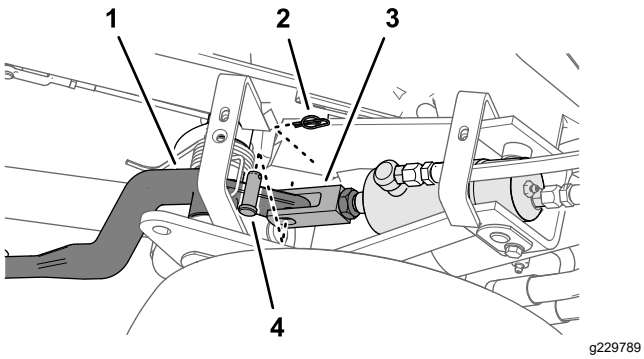
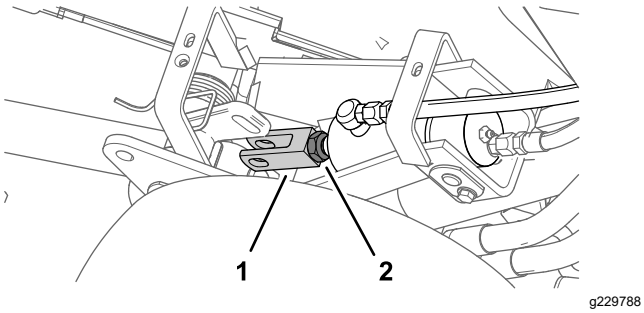

Figura 54
Figura 55
3. Afloje la contratuerca que sujeta la horquilla al cilindro de la unidad de corte que debe ser ajustada (Figura 54).
4. Retire la chaveta y el pasador de horquilla (Figura 54)
5. Gire la horquilla hasta obtener la altura deseada (Figura 55).
6. Monte la horquilla en el brazo de elevación con el pasador de horquilla y la chaveta, y apriete la contratuerca (Figura 54 y Figura 55).